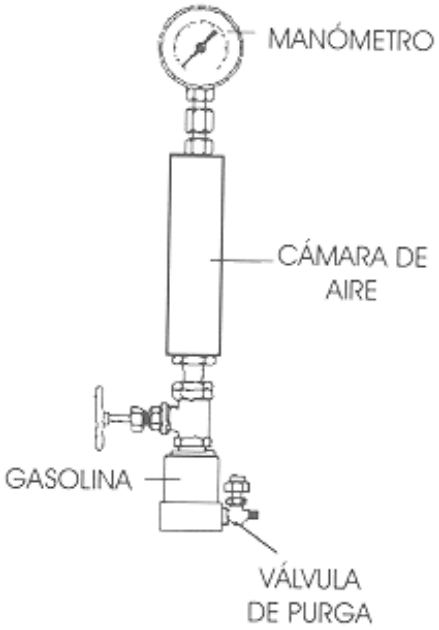

Figura 25. Aparato para medir la presión de vapor.
• *Volatilidad de la gasolina*. La capacidad de vaporización de la gasolina se llama volatilidad. Este parámetro es muy importante ya que pueden darse dos tipos de fenómenos dependiendo si la volatilidad es baja o muy alta. Si la gasolina no es lo suficientemente volátil (algo común en los años sesenta), el encendido del motor se dificulta, la temperatura de operación del motor es baja lo que trae como consecuencia que la distribución del carburante en el cilindro no sea homogénea y se incrementen los depósitos nocivos por todos lados. Si por el contrario es muy volátil (típico de los años ochenta) se vaporiza muy rápidamente y ebulle en las bombas que la transportan al carburador, y dentro de él las temperaturas son elevadas. Tanto vapor formado trae como consecuencia que se pierda poder, el coche se "ahogue" y de plano se pare, sin mencionar que el bolsillo del usuario se ve afectado por las pérdidas debidas a la evaporación. En los países donde las condiciones atmosféricas difieren mucho en el curso del año, la gasolina se formula de manera que en el invierno la velocidad de vaporización sea rápida y lenta en el verano. Existen tres parámetros para establecer los límites de volatilidad: relación vapor-líquido, presión de vapor y destilación. La relación vapor-líquido es una prueba que determina la temperatura requerida para crear una relación vapor-líquido de 20. Los carburantes más volátiles requieren de menor temperatura para llegar a este cociente, mientras que los carburantes de componentes más pesados requieren, obviamente, mayor temperatura. La prueba de presión de vapor se puede llevar a cabo con varios equipos de laboratorio, uno de los métodos más comunes es el *método Reid*. El equipo en el que se mide este parámetro, que dependerá de la temperatura a la cual se encuentra la gasolina, comprende un recipiente en el que se coloca la muestra, una cámara de aire de más o menos cuatro veces el volumen del recipiente, un baño a temperatura constante y un medidor de presión o manómetro. Se llena la cámara con la muestra y se conecta a la cámara de aire. El conjunto se agita periódicamente y el manómetro es colocado en la parte superior de la cámara de aire dando la lectura de una presión que se estabiliza cuando el equilibrio se alcanza, figura 25.